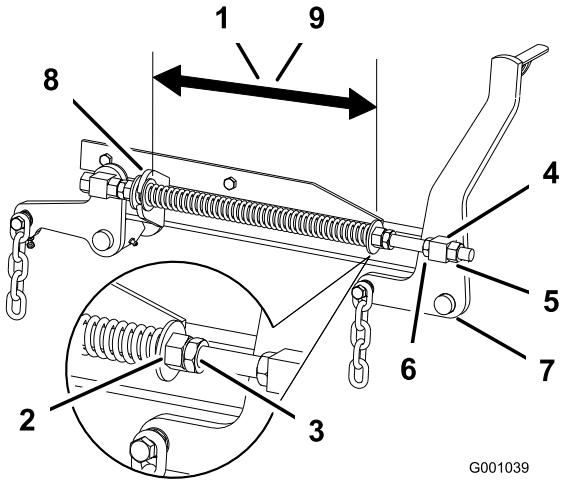

Figuur 83
2. Controleer de afstand tussen de twee grote ringen; deze moet 28,2 cm bedragen bij een 132 maaidek en 26,7 cm bij een 152 cm maaidek (Figuur 83).
3. U kunt deze afstand instellen door de contramoer van de veer los te draaien en vervolgens te draaien aan de moer op de voorkant van elke veer (Figuur 83). Als u de moer rechtsom draait, wordt de veer korter; als u de moer linksom draait wordt de veer langer.
4. U borgt de moer in deze stand door de contramoer van de veer vast te draaien (Figuur 83).